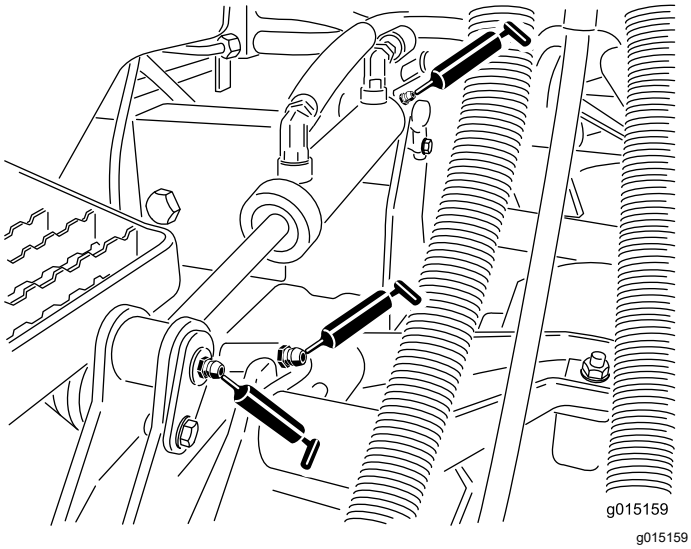

図 67
- 昇降アームのブッシュカッティングユニット 1 台に 1 ケ所 図 67
- 昇降シリンダのブッシュカッティングユニット 1 台に 2 ケ所 図 67